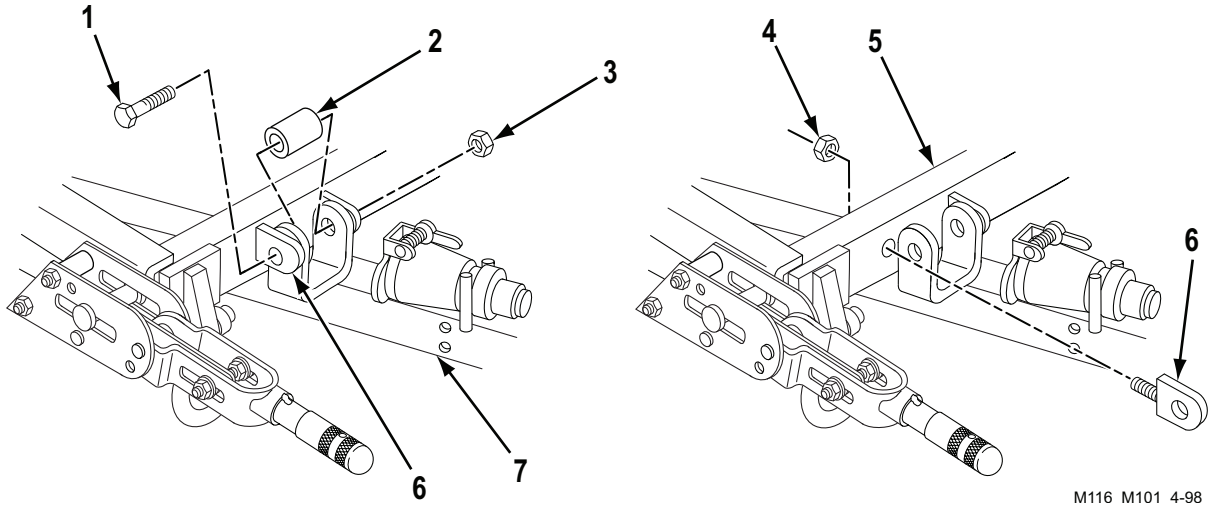

Figure 1. Tow Shackle Replacement.
1. Install tow shackle (Figure 1, Item 6) on frame (Figure 1, Item 5) with new self-locking nut (Figure 1, Item 4).
2. Install spacer (Figure 1, Item 2), cap screw (Figure 1, Item 1), and new self-locking nut (Figure 1, Item 3) on tow shackle (Figure 1, Item 6) and drawbar (Figure 1, Item 7).